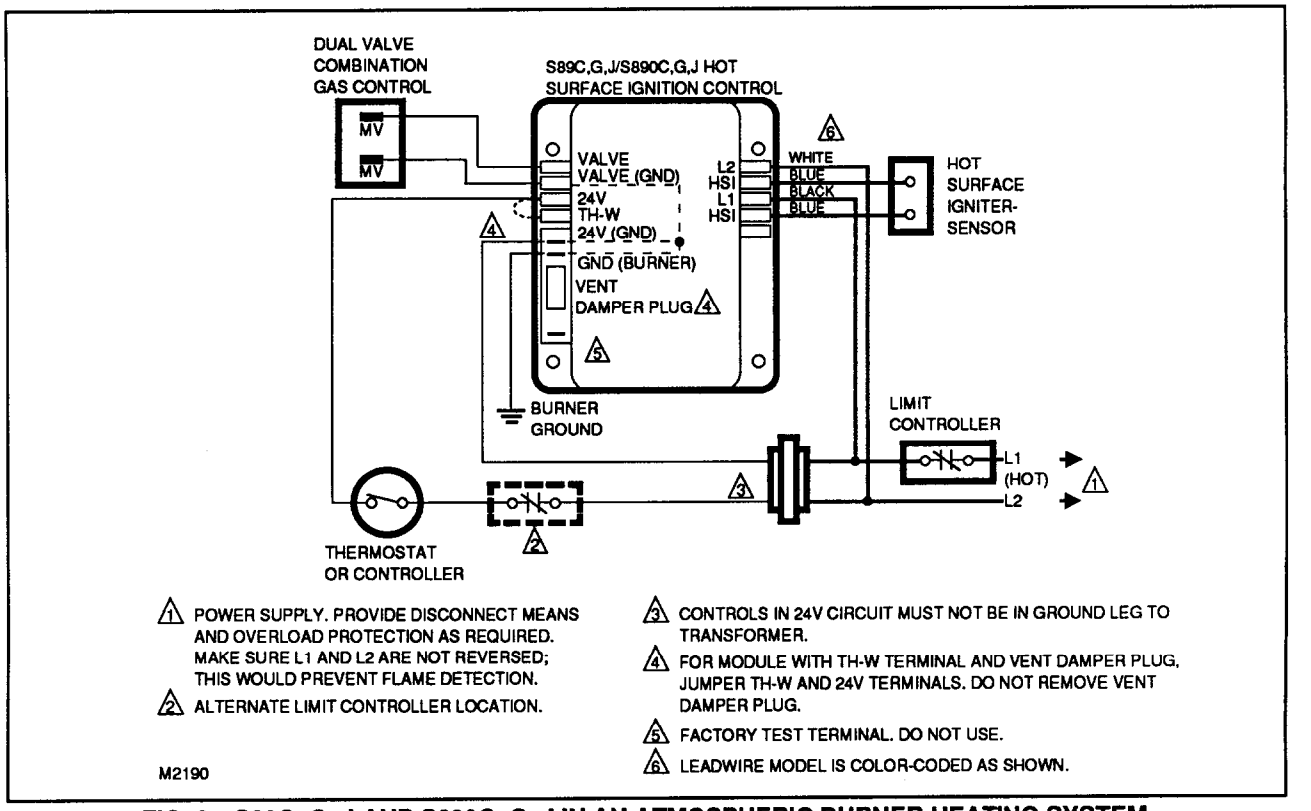

FIG. 2—S89C, G, J AND S890C, G, J IN AN ATMOSPHERIC BURNER HEATING SYSTEM.
1. Connect remaining system components to the ignition module terminals as shown in the appropriate wiring diagram, Figs. 2 to 10.
- Figs. 2 and 3 are basic circuits for a heating only atmospheric burner system. Fig. 2 shows the C,G and J models with combination igniter-sensor; Fig. 3 shows the D,H models with separate igniter and sensor.